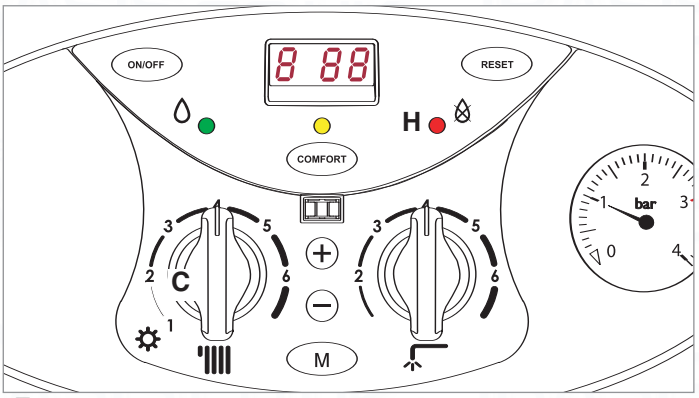

FIG. 3.5
- push the On/off button (ON/OFF) and turn the knob "C" (Fig. 3.5) to the "winter" position. The boiler pump will start up and three consecutive attempts will be made to ignite the burner. After the third attempt, the electronic system will shutdown the boiler, because the supply of gas has been cut off. The message "A01" will appear on the display and the red LED "H" will illuminate;